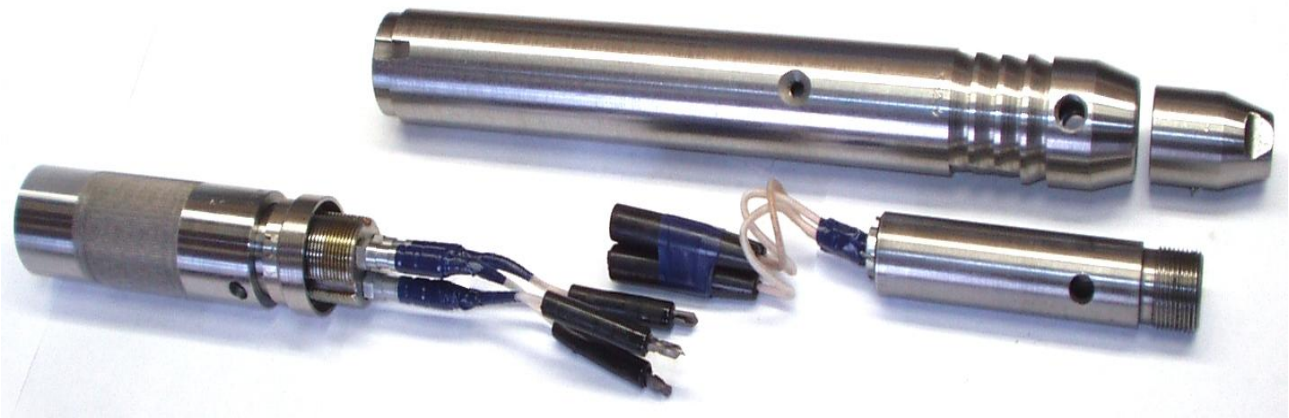

Рис. 6
- На рис. 6 показан пример монтажа герметичных электрических разъёмов на НКБ-3-36. Длина проводов от малых муфт до свечей составляет порядка **30 мм**, а длина электрических жил каротажного кабеля от узла торца заделки до больших муфт составляет порядка **70 мм**.
1. Через **головку узла заделки** (с вставленной в неё уплотнительной **резиновой шайбой**), **корпус кабельного наконечника** и **корпус узла заделки** продевают кабель и проводят разделку брони кабеля (см. рис. 6).